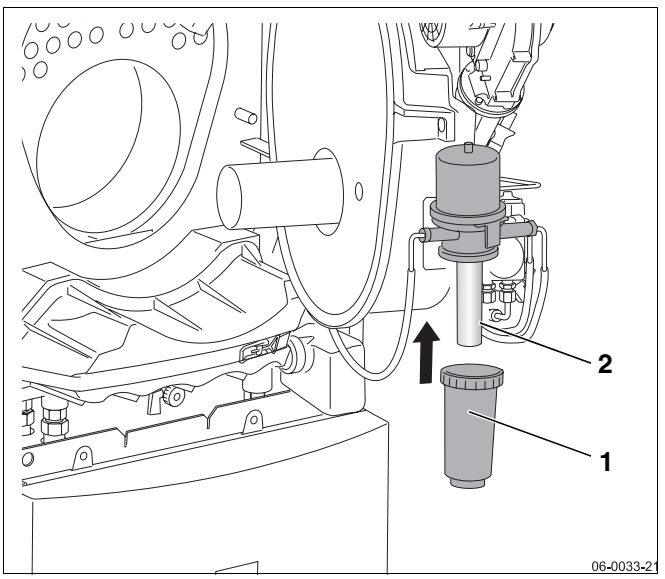

Bild 59 Ölfiltereinsatz wechseln
- Filtergehäuse (Bild 59, **Pos. 1**) abschrauben (auslaufendes Öl mit Filtergehäuse auffangen).
- Ölfiltereinsatz (Bild 59, **Pos. 2**) wechseln.
- Filtergehäuse (Bild 59, **Pos. 1**) aufschrauben.